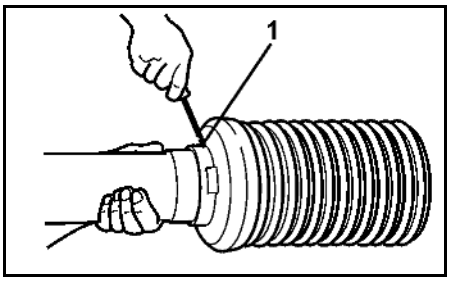

**Rys. 54**
2. Wykręcić śrubę blokującą (Rys. 54/1) na lejku osłony.